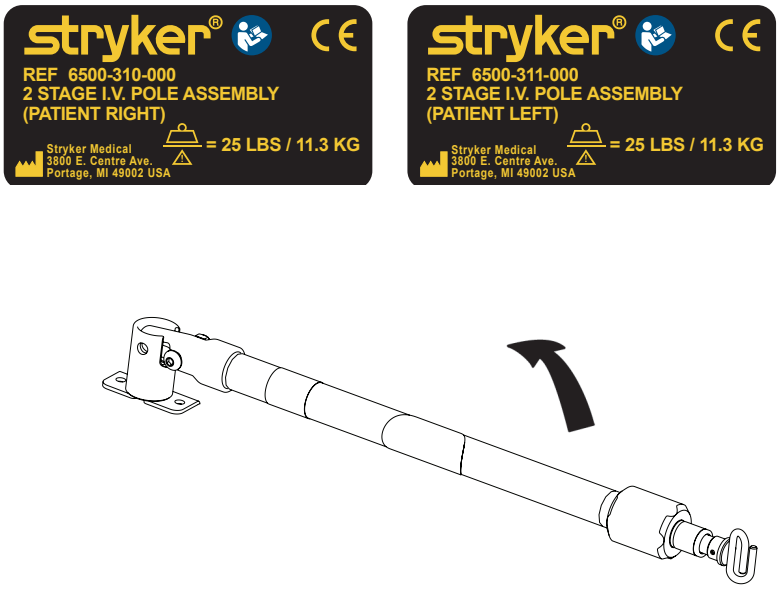

Afbeelding 61
1. Til de paal omhoog, draai de paal uit de opbergstand en duw deze omlaag totdat de paal is vergrendeld in de insteekvoet (A).
2. Om de paal hoger te zetten, draait u de vergrendeling (B) linksom en trekt u het telescoperende deel (C) van de paal omhoog tot de gewenste hoogte.
3. Draai de vergrendeling (B) rechtsom om het telescoperende deel op zijn plaats te vergrendelen.
4. Hang de infuuszakken aan de infuushaak (D).
5. Draai de vergrendeling (B) linksom en schuif sectie (C) in de onderste buis.
6. Draai de vergrendeling (B) rechtsom om deze vast te zetten.
7. Til de paal op en draai de paal omlaag in de opbergstand (zie Afbeelding 61).